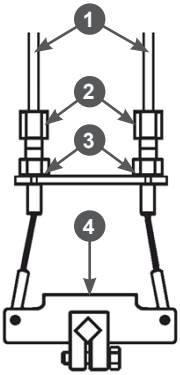

Рис. 29 Тросы механизма переключения передач
1. Ослабьте затяжку контргаек 3 регулировочных винтов тросов 2 (Рис. 29).